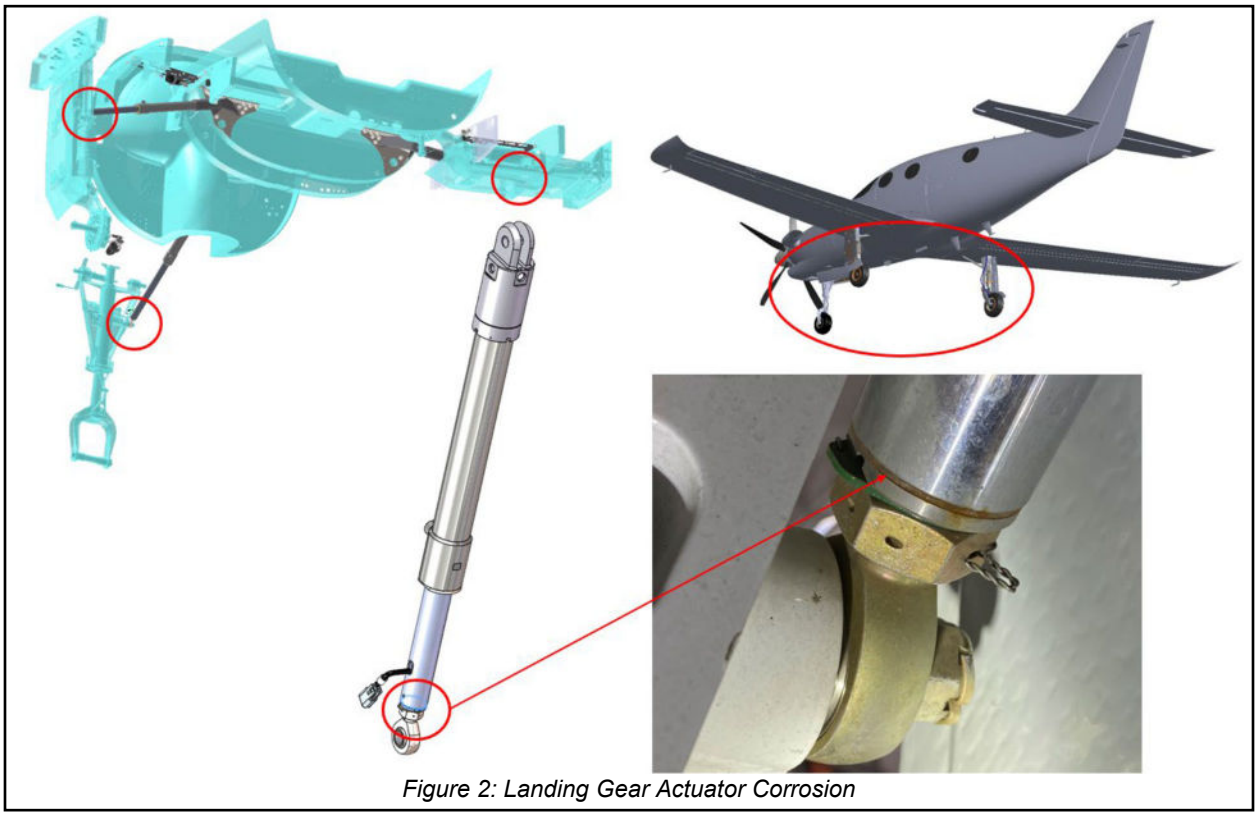

Figure 2: Landing Gear Actuator Corrosion
4. If corrosion is found on a landing gear actuator piston, perform the steps that follow (Refer to Figure 2):